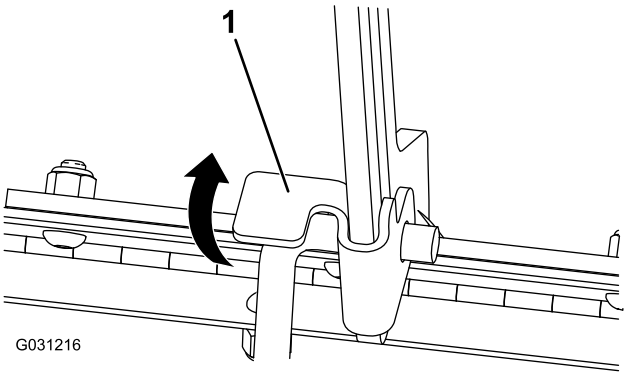

**Rysunek 37**
1. Unieś za uchwyt zabezpieczający podpórkę (Rysunek 37)